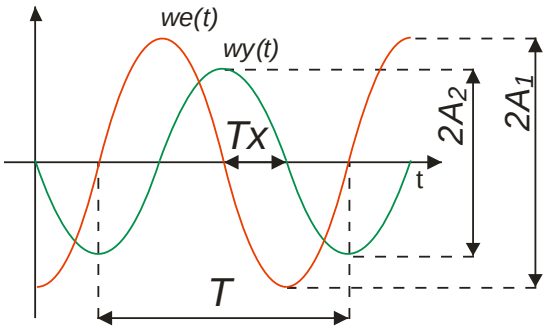

Rys. 1 Wyznaczanie modułu i przesunięcia fazowego na podstawie oscylogramów
2. Uruchomić program PicoScope. Ustawić parametry oscyloskopu zgodnie z rys. 1.